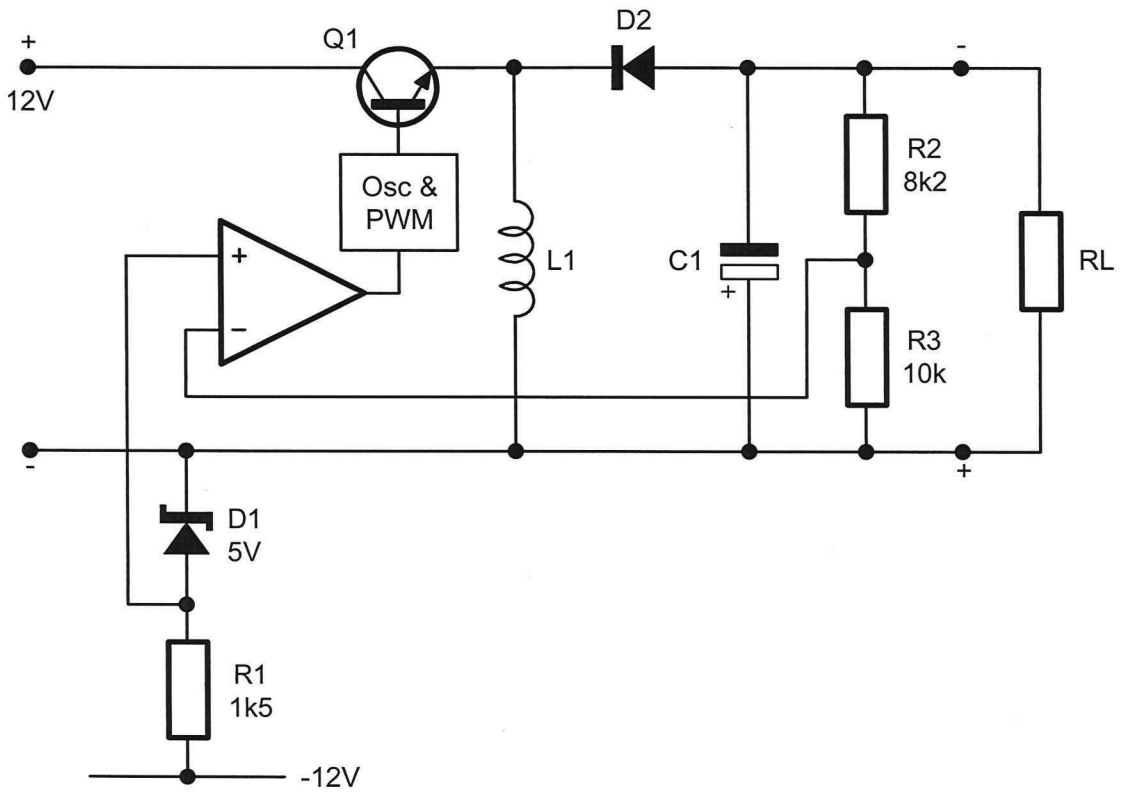

Figure 7
3. Calculate the output voltage of the circuit in Figure 7 below.